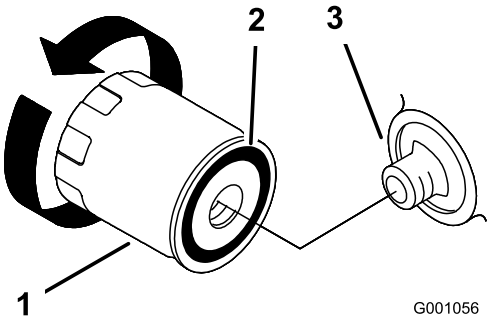

Figur 22
2. Ta bort det gamla filtret och torka av ytan på påfyllningsadapterns packning (Figur 22).
3. Stryk på ett tunt lager ny olja på utbytesfiltrets gummipackning (Figur 22).
4. Montera det nya oljefiltret på filteradaptern och vrid oljefiltret medsols tills gummipackningen kommer i kontakt med filteradaptern. Skruva sedan åt filtret ytterligare med två tredjedels varv till ett helt varv (Figur 22).